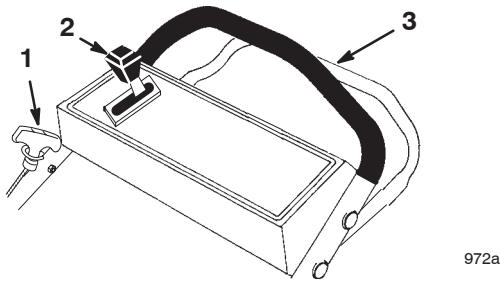

Figure 9
The controls are located on the upper handle as shown in Figure 9.
4. Hold the control bar against the upper handle (Fig. 9).
5. Pull the starter handle lightly until you feel resistance, then pull it sharply (Fig. 9). Allow the rope to return to the handle slowly.